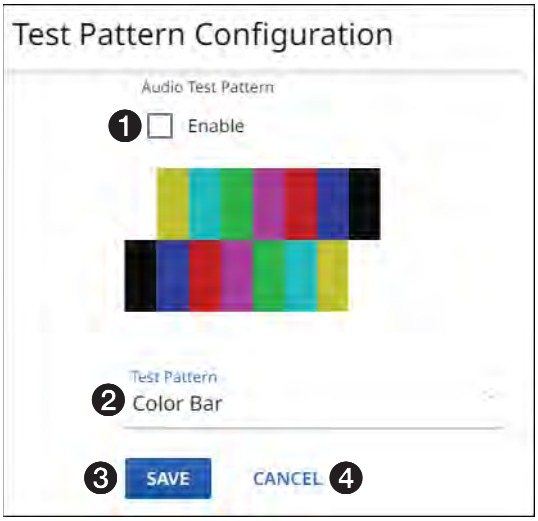

Figure 20. Test Pattern Pane
If you change the test pattern setting (see figure 20, ❶ or ❷), the SAVE button (❸) becomes selectable. Click **SAVE** to take change or **CANCEL** (❹) to abandon it. Clicking either button closes the dialog box.
- **Color Bar** (see figure 20)